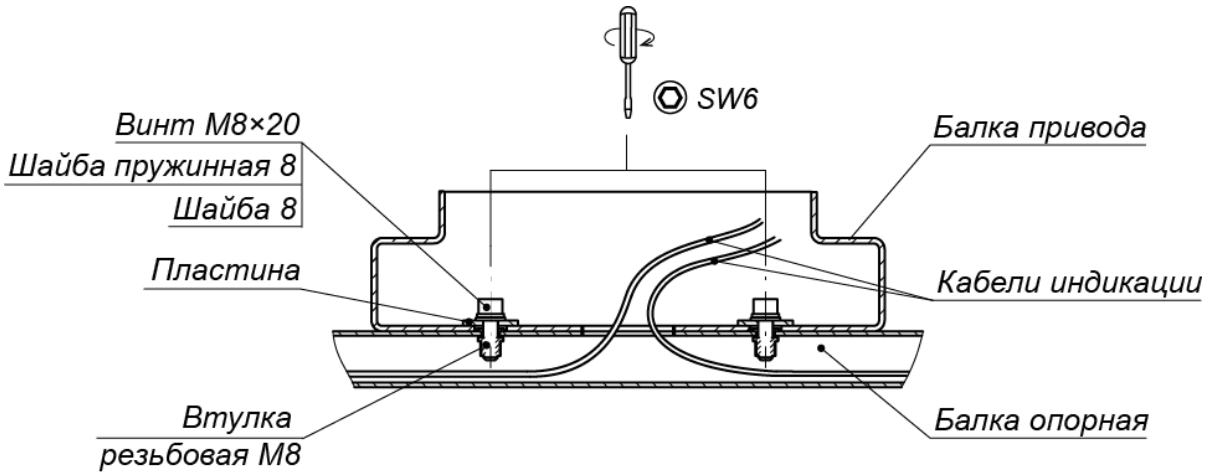

Рисунок 17. Крепление балки привода с балкой опорной
- Закрепите балку привода на опорных балках обоих формирователей прохода (7) и на верхней балке разделителя турникета (8) винтами M8×25 (6 штук), ключ SW6, используя квадратные пластины из комплекта поставки (см. рис. 17). Затяжка винтов предварительная, для возможности регулировки положения балки привода.